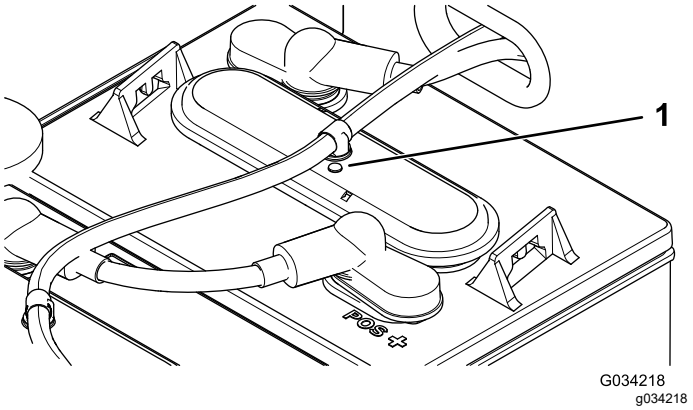

Figur 40
3. Kontroller øjerne på hver af batterierne for at se, om de er enten sorte eller hvide (Figur 40).